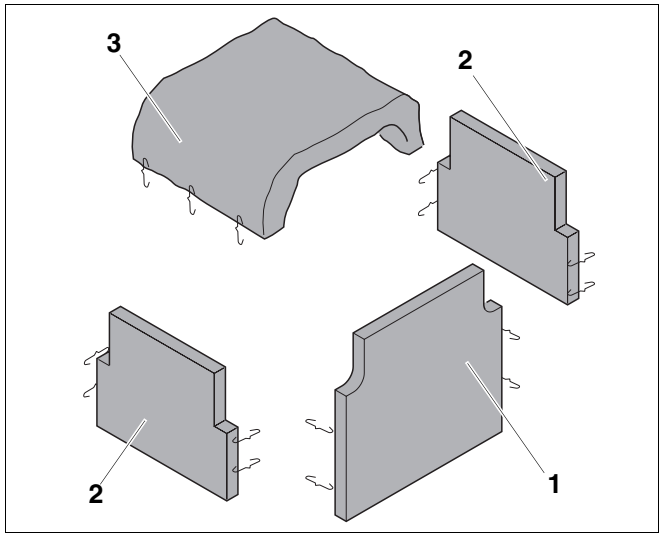
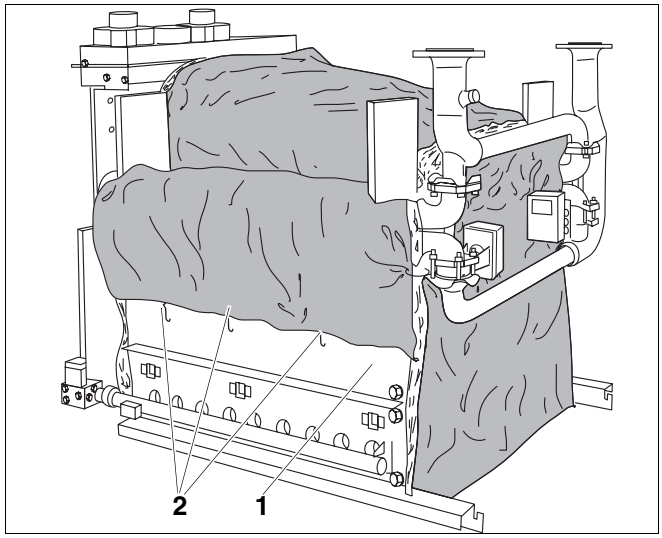

Afb. 64 Isolatie
Afb. 65 Gemonteerde isolatie
- Leg de isolatie van de rookgasverzamelaar (afb. 64, **pos. 3**) bovenaan op de bovenzijde van de rookgasverzamelaar.
- Druk de isolatie van de zijdelen van het ketelblok (afb. 64, **pos. 2**, rechthoekige isolatie met sleuven) tegen het ketelblok aan en leg ze om de grote naaf.
- Steek de isolatie van de zijdelen van het ketelblok (afb. 64, **pos. 2**) onderaan aan het reinigingsdeksel over de gasbrander (afb. 65, **pos. 1**) in en hang ze met bevestigingsveren (afb. 65, **pos. 2**) aan de openingen die zijn voorzien aan het reinigingsdeksel (afb. 65, **pos. 1**).
- Druk de isolatie van het voorste deel (afb. 64, **pos. 1**) tegen de voorzijde van het ketelblok en haak ze met de bevestigingsveren aan de aangrenzende isolatie. Bevestig de isolatie beneden ook nog.